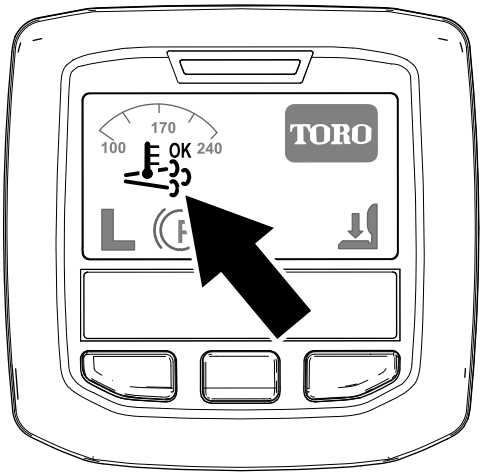

**Figuur 39**
- Het pictogram ondersteunde regeneratie verschijnt op het InfoCenter (Figuur 39).